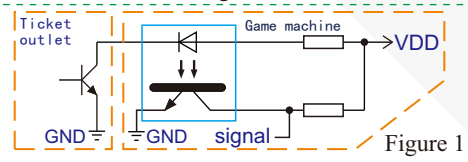

Figure 1
1.The output signal circuit of the ticket outlet is triode collector or MOS drain open circuit output mode. When it is used,users are advised to use optocouplers to receive signals when designing the interface circuit (see Figure 1).